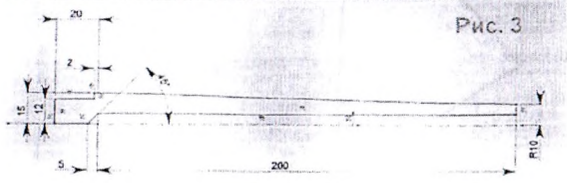

Рис. 3
2. Освоить работу с двумерными эскизами и основные принципы создания трехмерных деталей (рис. 3).